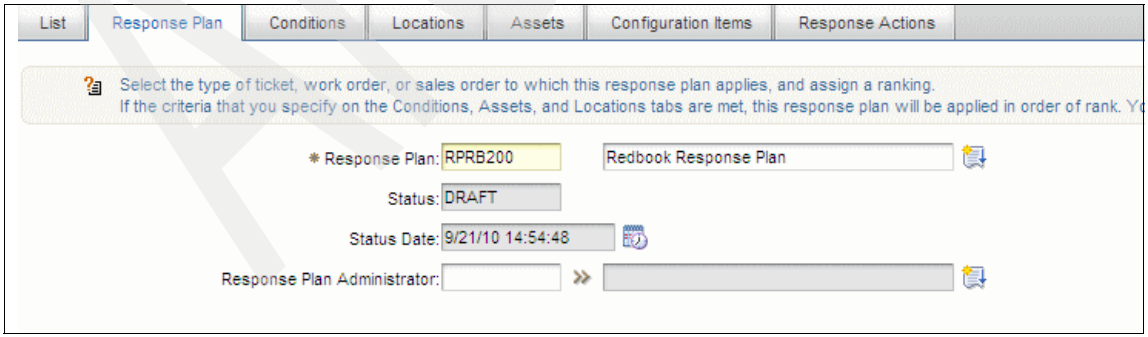

Figure 3-56 Response plans
2. At the Response Plans application, click **Add a New Response Plan**. Response plan RPRB200 applies to INCIDENT and ranking is 1, as shown in Figure 3-56.